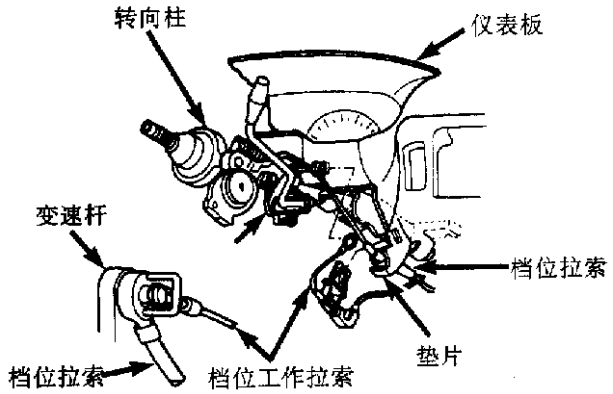

图9-31　转向柱的档拉工作拉索
(20)若汽车装备三档自动变速器，应拆下档位(PRNDL)工作拉索，之后再拆变速杆拉索(图9-31)。